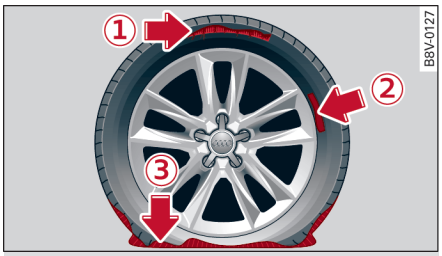

图 221 轮胎：无法进行修理的轮胎损坏
– 轮胎割伤或扎伤的直径大于 4 mm ① ⇨ *图 221*。
– 轮辋损坏时 ②。
– 曾在轮胎压力很低或无气的状态下行驶过 ③。